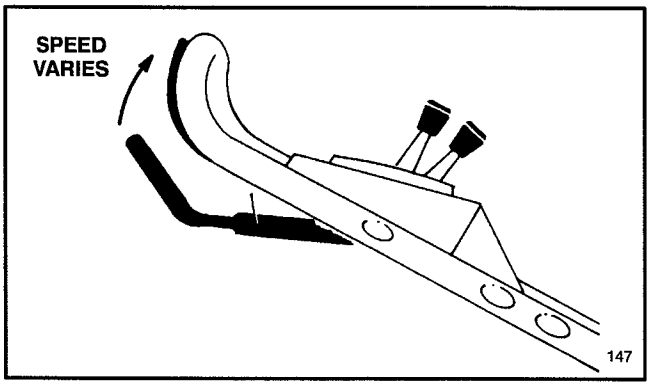

Figure 12
5. TRACTION OPERATION—Move ground speed control to desired setting and squeeze control bar against handle to drive. **Ground speed can be varied by increasing or decreasing distance between control bar and handle (Fig. 12).** Lower control bar to slow mower when making a turn, maneuvering, or if mower is moving too fast for you. If you lower control bar too far, the mower will stop self-propelling. Squeeze control bar closer to handle to increase ground speed. When control bar is tight against handle, mower will self-propel at maximum ground speed. The control bar does not have to be squeezed tight against the handle to self-propel. Move ground speed control to (N) when using the mower for trimming and whenever leaving mower.